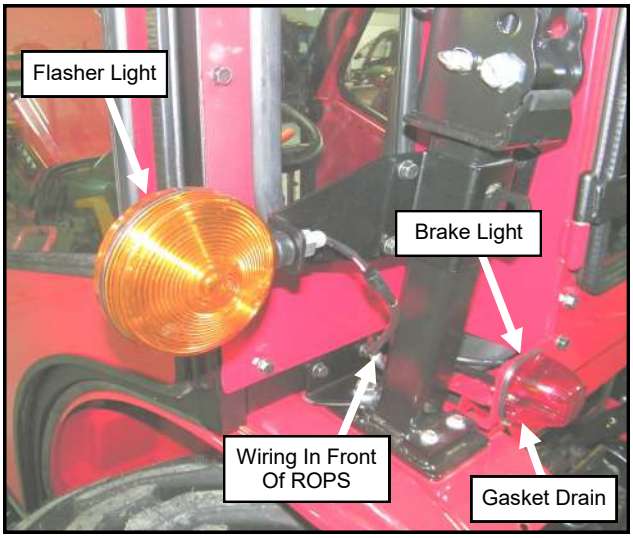

Fig. 23.1 (Mount Rear Lights)
23.1 Mount the left flasher to the new location on the ROPS clamp, and mount the left brake light to the new location on the lower cross panel. Make sure the drain hole on the brake light gasket is on the bottom. See Figure 23.1.